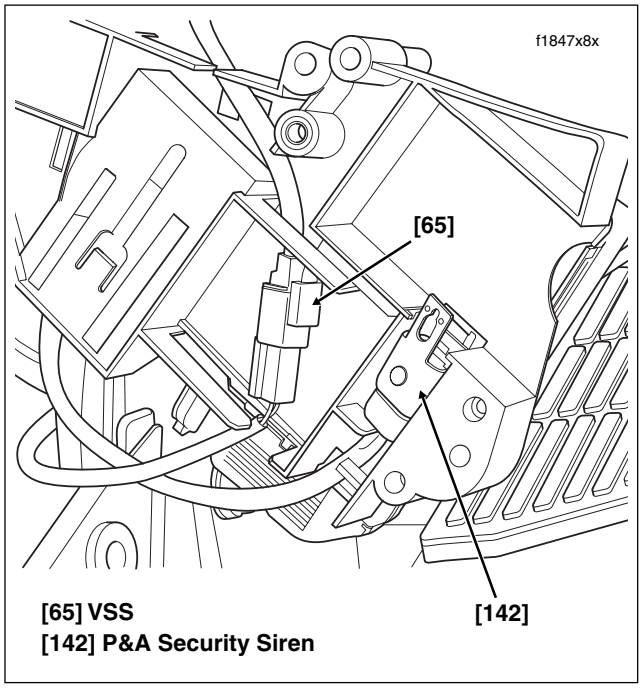

Figure 8-161. Electrical Bracket (Inboard Side)
e. On inboard side of electrical bracket, disconnect VSS connector [65]. See Figure 8-161. Release connector and conduit from electrical bracket.
l. On inboard side of electrical bracket, disconnect VSS connector [65]. See Figure 8-161. Release connector and conduit from electrical bracket.